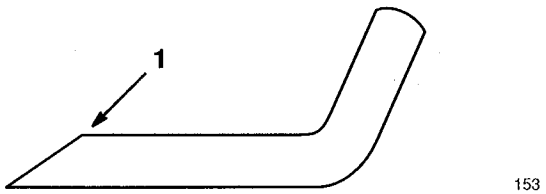

Figure 34
6. SHARPENING BLADE—Using a file, sharpen top side of blade and maintain original cutting angle (Fig. 34). The blade will remain balanced if same amount of material is removed from both cutting edges.